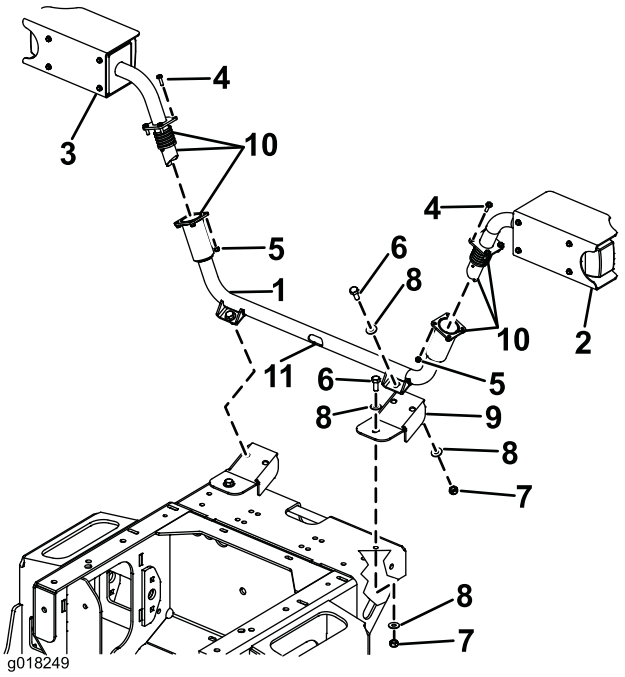

Figur 11
1. Forlygterne fastgøres på den midterste forlygteenhed, som fastgøres til maskinen med to monteringsbeslag (Figur 11).
2. Monter de to monteringsbeslag forrest på maskinen ved at bruge M10 x 25 skruer, 3/8 tomme spændeskiver, M10 nyloc-møtrikker (Figur 11).
3. Monter den midterste forlygteenhed på monteringsbeslagene ved at bruge M10 x 25 mm skruer, 3/8 tomme spændeskiver, M10 nyloc-møtrikker (Figur 11).
4. Påfør anti-seize-fedt for helt at dække rørendernes inderste væg og alle overflader på fjedre og rørendeprofiler (Figur 11).
5. Lygterne er nu klar til at blive monteret. Mens du holder den højre forlygteenhed, skal du føre ledningskablet ned gennem enderørene og ud gennem den midterste udskæring i den midterste forlygteenhed (Figur 11).
6. Fastgør den højre forlygte til den midterste forlygteenhed ved at bruge M6 x 20 mm skruer og M6 nyloc-møtrikker (Figur 11).